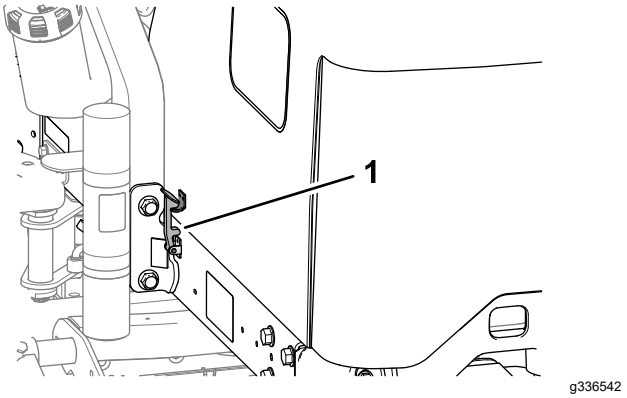

Figur 58
2. Drej motorhjelmen op og bagud (Figur 58).